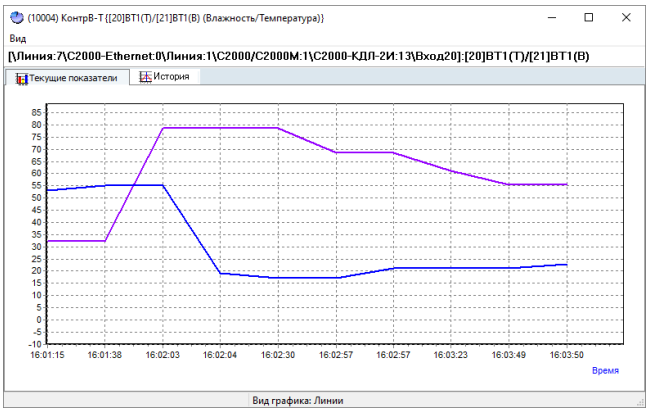

Рисунок 12-65 Вид графика "Линии"
- ***Линии*** – линейный график (см. Рисунок 12-65).